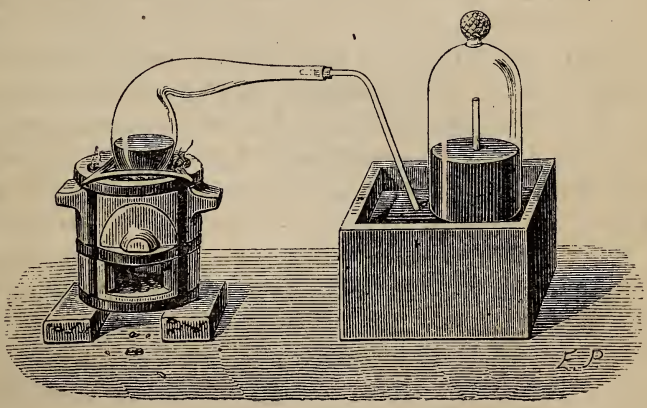

Fig. 33.
91. **Expérience de Lavoisier.** — Lavoisier constata d'abord qu'une certaine quantité de soufre, en brûlant, loin de perdre de son poids, en gagne; ensuite il plaça sous une cloche, sur de l'eau recouverte d'huile, une capsule en grès contenant un poids déterminé d'étain, et à l'aide d'une lentille il concentra sur l'étain les rayons du soleil; l'étain fondu changea d'état et augmenta de poids. Plus tard, il imagina une expérience tout à fait remarquable. En 1774, Priestley avait reconnu qu'en chauffant de l'oxyde rouge de mercure à une certaine température, on obtenait un gaz qui rallumait les corps en combustion ; Lavoisier fit l'expérience inverse suivante (fig. 33) : dans une cornue de verre munie d'un long col, il introduisit du